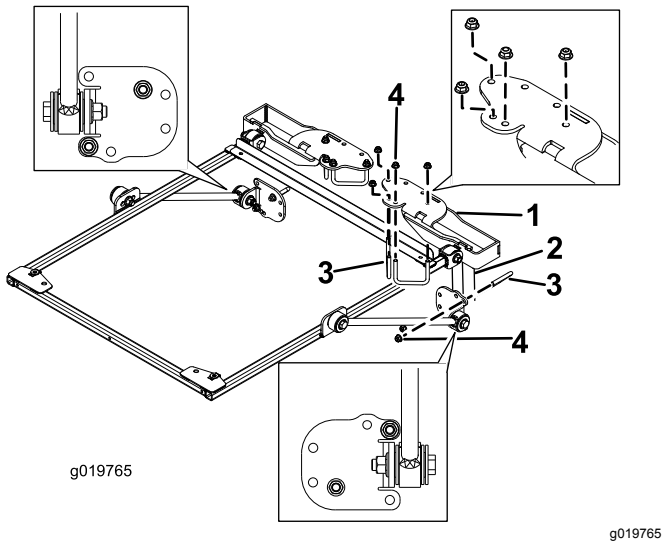

Bild 15
9. Befestigen Sie die Befestigungshalterungen des Überrollschutzes an der Oberseite des Überrollbügels der Zugmaschine (Bild 15).
10. Befestigen Sie jede Halterung mit zwei U-Bügeln (2¾") und vier Bundmuttern in den in Bild 15 abgebildeten Befestigungslöchern an der Oberseite des Überrollbügels.
11. Befestigen Sie jede Strebenhalterung lose mit einem U-Bügel (2-3/4") und zwei Bundmuttern in den in Bild 15 abgebildeten Befestigungslöchern an den Streben des Überrollbügels.